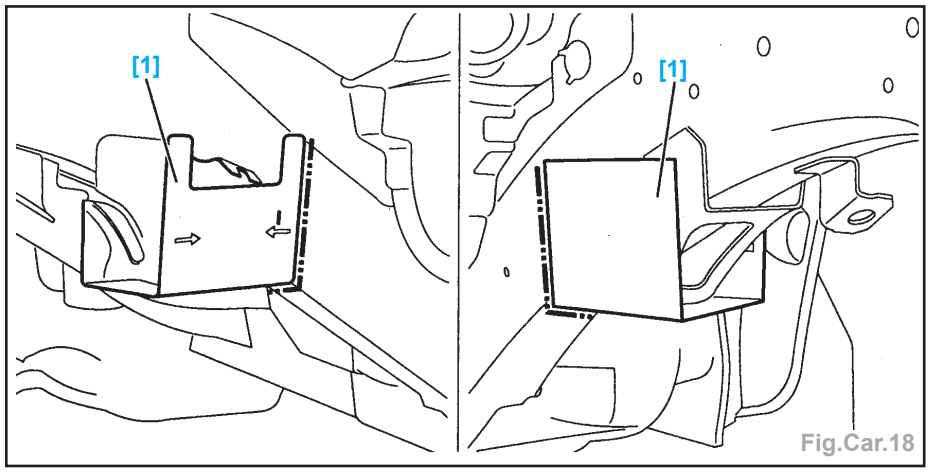

Fig.Car.18
- Tracer à l'aide de l'outil **[1]** (gabarit de coupe arrière du brancard central, **réf. 1117-A**) (Fig.Car.18).